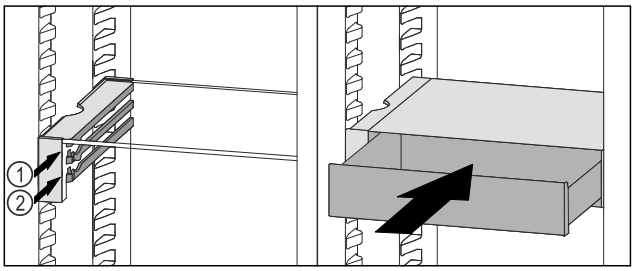

Fig. 168
▶ Place the VarioSafe drawer behind the stoppers on desired rib *Fig. 168 (1)* or *Fig. 168 (2)*.